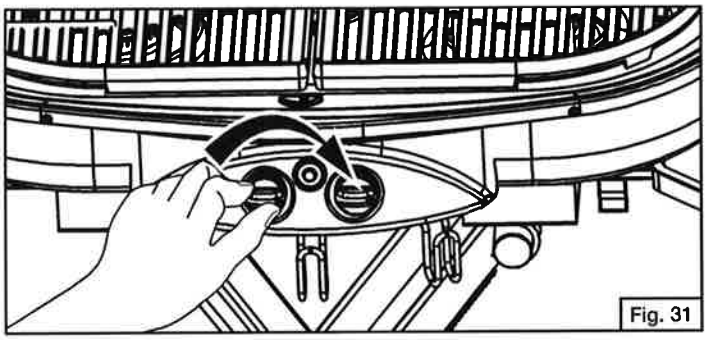

Fig. 31
- Turn all burner control knobs to off. (Fig. 31)
- Flames should appear similar to the good flame shown in Fig. 31 and as follows: